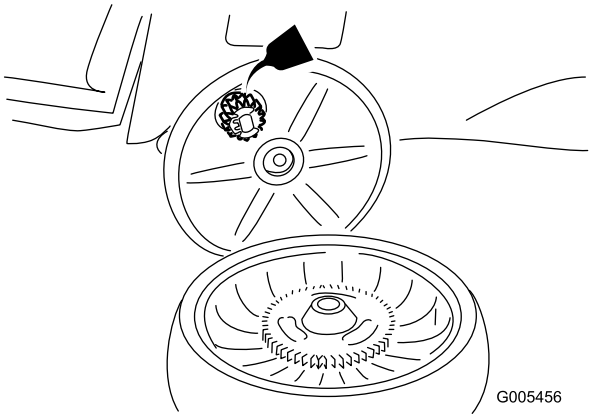

Figura 32
2. Applicate dell'olio lubrificante agli ingranaggi come illustrato in Figura 32.